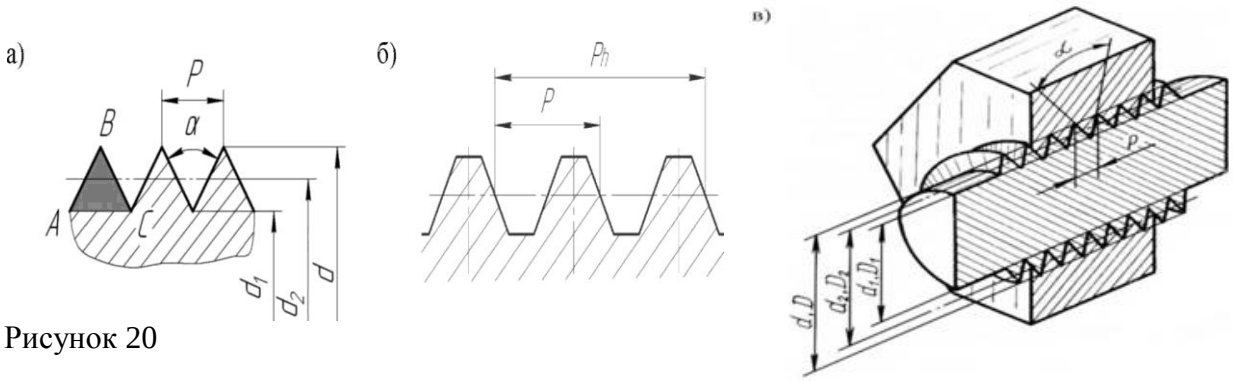

Рисунок 20
2. **Профиль резьбы** - контур сечения резьбы плоскостью, проходящей через ее ось (например, на рис. 20*в*, треугольник *ABC а).*